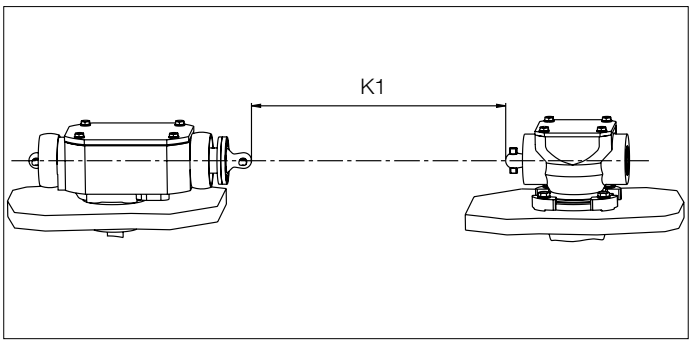

Fig. 39.
1. Determine the distance K1 between the spherical shaft ends; see Fig. 39.